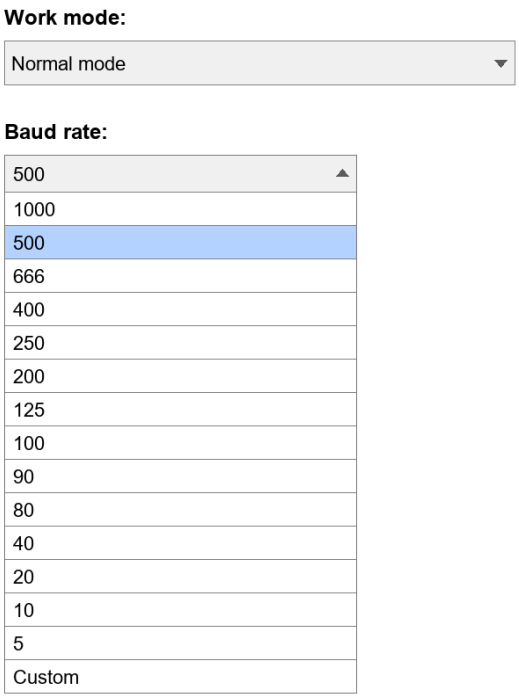

Figure 4.2 Work mode and baud-rate selection
5) Baud rate: select the baud rate here. The baud rate is critical for CAN-bus communication; determine the baud rate of the target device or bus before communicating. After selecting the device, set the work mode and baud rate below. For a dual-channel device, set CAN1 and CAN2 separately via the tabs. The baud rate cannot be entered manually; it must be selected from the drop-down menu. The standard baud rates supported are shown in Figure 4.2.